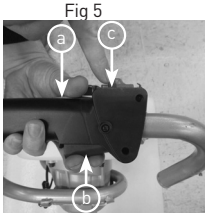

Fig 6
4) With right hand push down on the Throttle Lock-Off (7) (Fig 6. a), squeeze the Throttle (8) (Fig 6.b), then with your left hand push and hold the Throttle Lock-On (6) (Fig 6.c) button then release the Throttle (8) (Fig 6.b) and Throttle Lock-Off (7) (Fig 6a).